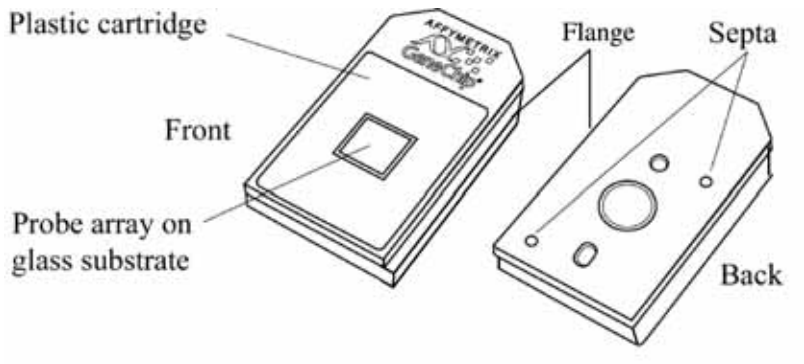

Figure 8.14
1. On the back of the probe array cartridge, clean excess fluid from around septa **(Figure 8.14)**.